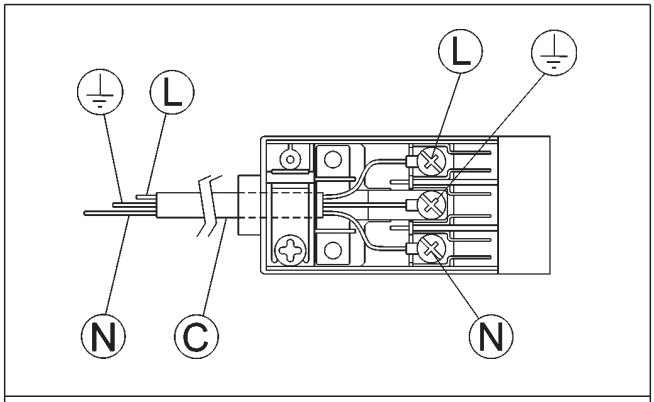

FIG. 11
- applicare al cavo d'alimentazione "C" se sprovvisto (vedi fig. 11) una spina normalizzata adatta al carico indicato sull'etichetta segnaletica.
- Allacciare i cavetti secondo lo schema della fig. 11 avendo cura di rispettare le sottonotate rispondenze: